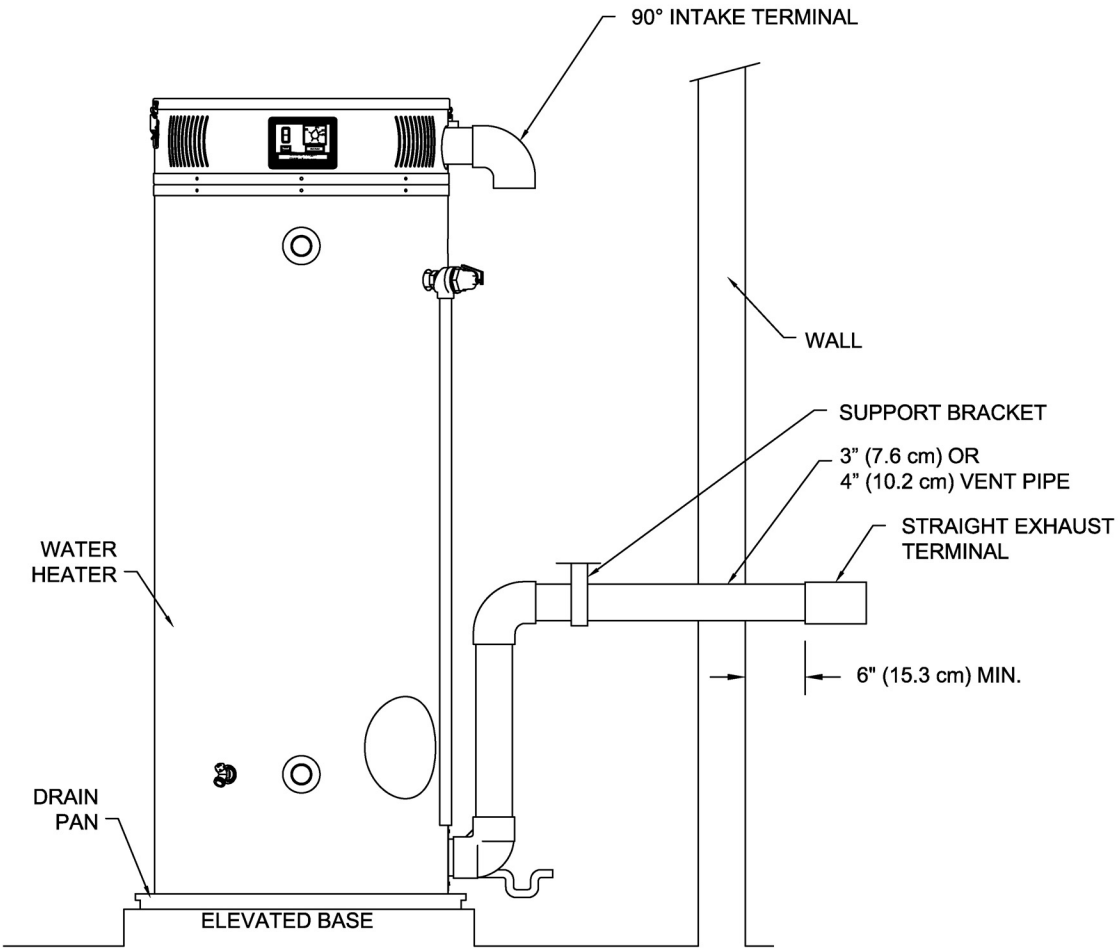

Figure 16. Typical Horizontal Power Vent System
2. Use the proper cement or sealant to secure the exhaust vent terminal provided with the water heater to the plastic pipes. The distance between the back edge of the exhaust vent terminal and the exterior wall (see Figure 16) must 6 inches *(15.2 cm)*. Use the proper cement and assembly procedures to secure the vent connector joints between the terminal and the blower outlet. Provide support brackets for every 3 feet *(.9 m)* of horizontal vent.